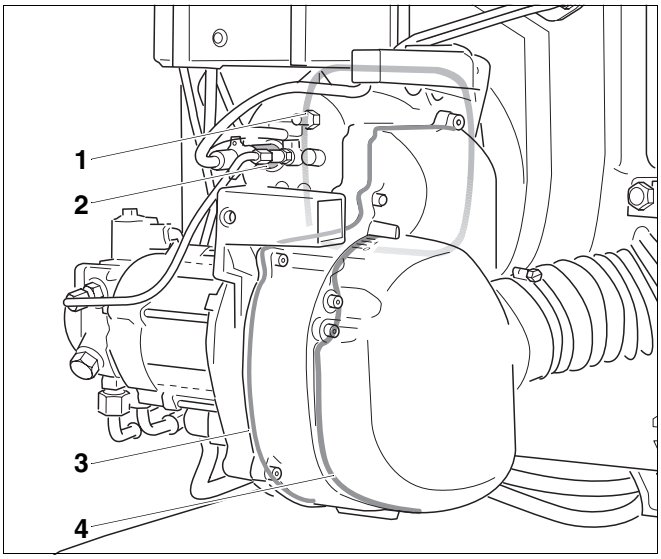

Abb. 44 Zusätzliche Abdichtung des Logatop BE RLU
– Flachdichtung zum Brennerflansch (Abb. 44, **Pos. 1**)
– Abdichtung zum Schalldämpfer (Abb. 44, **Pos. 4**)
– Gehäuseboden mit Rundschnurdichtung (Abb. 44, **Pos. 3**).
– Halter zur Aufnahme des Flammenfühlers (Abb. 44, **Pos. 2**).